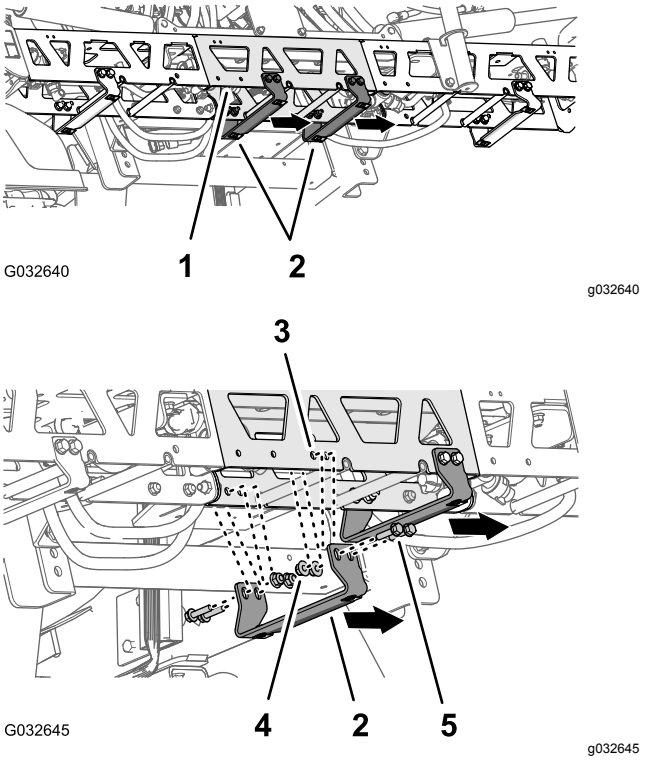

Figur 151
2. Ved utvidelsen av den midtre sprederseksjonen, finn de to hullparene i støtterammens vertikale overflate med 25 mm mellomrom mellom hullene (Figur 151).
3. Innrett hullene i støttebraketten (Toro-delenr. 131–3703–03) med hullene i utvidelsen for den midtre sprederseksjonen som du identifiserte i trinn 2, med den brede flensen på braketten til venstre. Se Figur 151.
4. Monter støttebraketten til støtterammen (Figur 151) med fire flenshodebolter (3/8 x 1-1/4 tomme – Toro-delenr. 110-5050) og fire flenslåsemuttere (3/8 tomme – Toro-delenr. 104-8301).